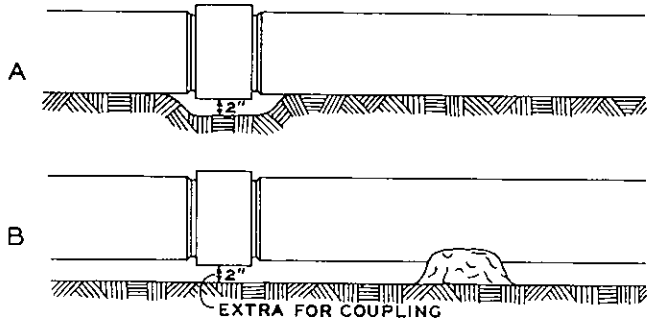

FIG. 16
As shown in Fig. 16 the actual grade of the trench bottom may be the same as pipe grade at (A) or may be below pipe grade (as in B) in which case earth mounds are used to support pipe during assembly. After assembly, soil is thoroughly tamped under pipe and couplings so as to provide uniform and continuous support for the entire line.